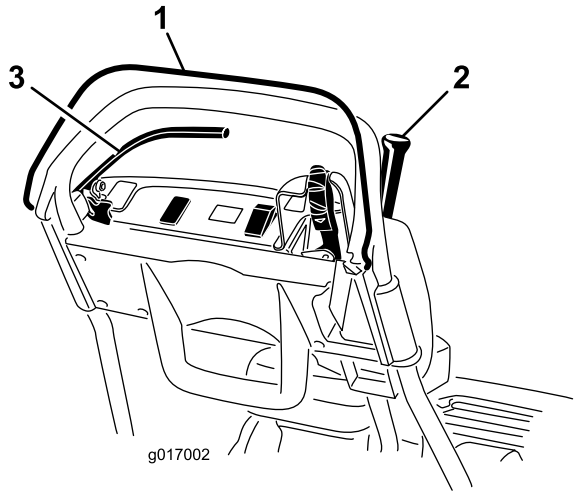

Figura 27
3. Con el CPO quitado, intente engranar la palanca de tracción (Figura 27). La palanca de tracción no debe engranarse. Si la palanca de tracción se engrana, es necesario ajustar el sistema de interruptores de seguridad. Corrija el problema antes de usar la máquina. Consulte Mantenimiento de los interruptores de seguridad.
4. Con el CPO apretado y la palanca de tracción engranada, suelte el CPO (Figura 27). La palanca de tracción debe desengranarse. Si la palanca de tracción no se desengrana, es necesario ajustar el sistema de interruptores de seguridad. Corrija el problema antes de usar la máquina. Consulte Mantenimiento de los interruptores de seguridad o Ajuste del control de tracción.
5. Con el CPO presionado y la palanca de cambios hacia la izquierda, engrane la tracción y el molinete, y suelte el CPO (Figura 27). La palanca de tracción debe desengranarse. Si la palanca de tracción no se desengrana, es necesario ajustar el sistema de interruptores de seguridad. Corrija el problema antes de usar la máquina. Consulte Mantenimiento de los interruptores de seguridad, Ajuste del control de tracción, o Ajuste del control del molinete.
6. Con el CPO presionado y la palanca de cambios hacia la izquierda para engranar la tracción y el molinete, mueva la palanca de cambios a la derecha para desengranar la transmisión del molinete (Figura 27). La transmisión del molinete debe desengranarse. Si la palanca de tracción no se desengrana, es necesario ajustar el sistema de interruptores de seguridad. Corrija el problema antes de usar la máquina. Consulte Ajuste del control del molinete.
2. Con el CPO apretado, la palanca de tracción engranada y los controles del motor en la posición de arranque (Figura 27). Intente arrancar el motor. El motor no debe arrancar. Si el motor arranca, es necesario ajustar el interruptor de seguridad. Corrija el problema antes de usar la máquina. Consulte Mantenimiento de los interruptores de seguridad.
2. Con la palanca de tracción desengranada, el freno de servicio puesto y los controles del motor en la posición de arranque (Figura 27). Intente arrancar el motor. El motor debe arrancar. Si el motor no arranca, es necesario ajustar el interruptor de seguridad. Corrija el problema antes de usar la máquina. Consulte Mantenimiento de los interruptores de seguridad.
3. Con el motor en marcha, ponga el freno de servicio (no el freno de estacionamiento), apriete el CPO y engrane la palanca de tracción (Figura 27). El motor debe trabajar para superar el efecto del freno, pero no debe pararse. Si el motor se para inmediatamente, es necesario ajustar el interruptor de seguridad. Corrija el problema antes de usar la máquina. Consulte Mantenimiento de los interruptores de seguridad.
4. Con el motor en marcha, ponga el seguro del freno de estacionamiento, apriete el CPO y engrane la palanca de tracción (Figura 27). El motor debe pararse. Si el motor no se para, es necesario ajustar el interruptor de seguridad. Corrija el problema antes de usar la máquina. Consulte Mantenimiento de los interruptores de seguridad.